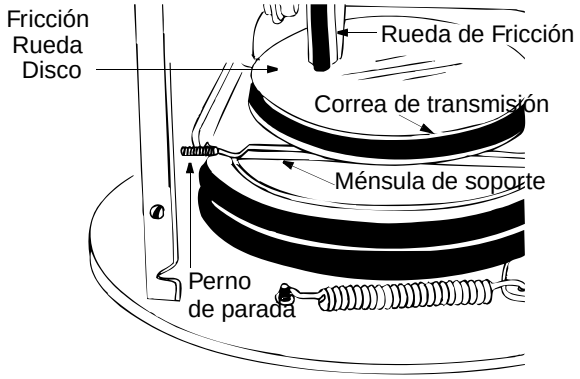

Figura 15
3. Utilizando una llave, afloje la tuerca en el perno de parada hasta que la ménsula de soporte se apoye sobre la polea de la barrena. Ver Figura 15.
4. Deslice la correa entre la rueda de fricción y el disco de la rueda de fricción. Ver Figura 15. Retire y reemplace el perno. Vuelva a montarlos en orden inverso.
NOTA: *La ménsula de soporte debe apoyarse sobre el perno de parada después de que se ha ensamblado la nueva correa. Ver Figura 15.*